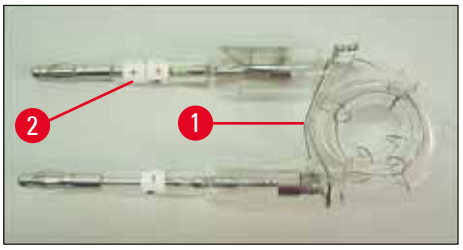
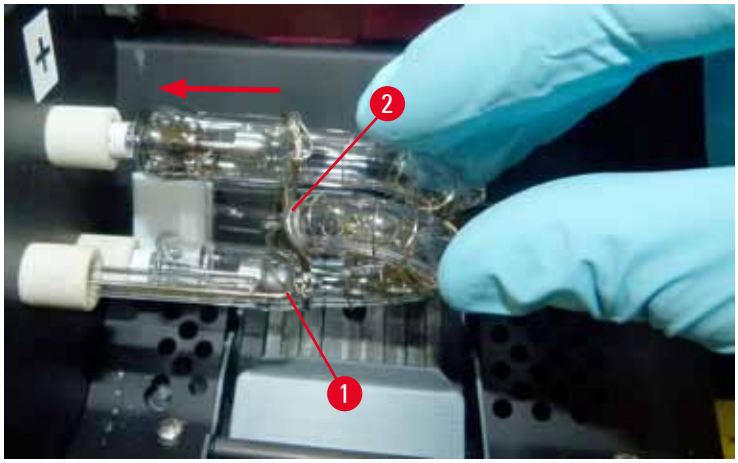

Fig. 21
Fig. 23
2. Inserte la lámpara de destellos nueva (→ "Fig. 21") en el zócalo (→ "Fig. 20-3"); a continuación, empújela con cuidado hacia dentro hasta el tope (→ "Fig. 23") (la marca de polaridad (+) dejará de estar visible). Si es necesario, mueva con cuidado la lámpara de destellos hacia arriba y hacia abajo.